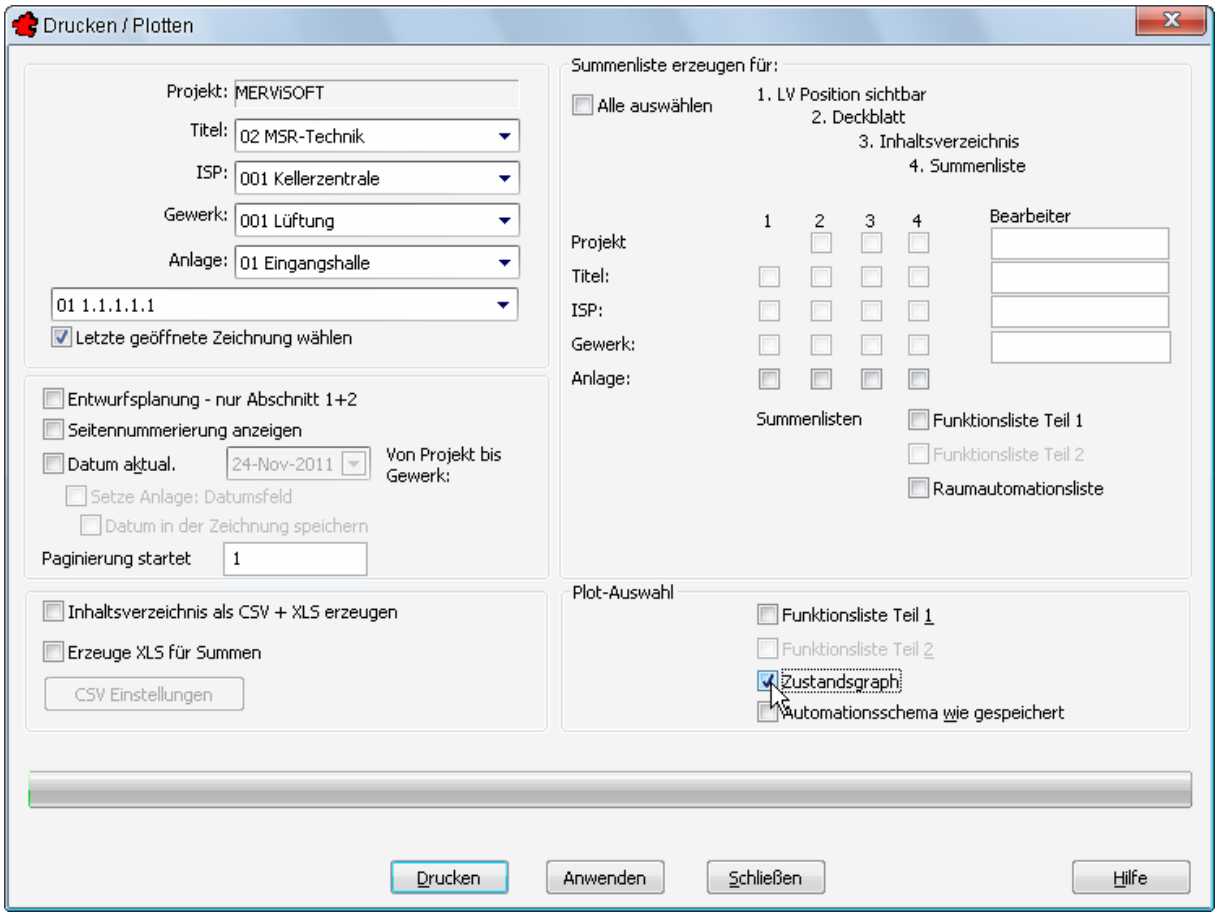

Bild 4.12 – Ausdrucken des Zustandsgraphen
- Zustandsgraph drucken (Abb. 4.12)